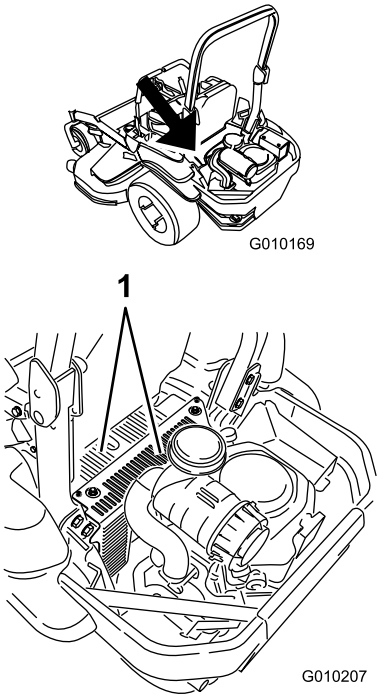

Figur 66
5. Ta bort skräp och gräs från hydraulenhetens höljen (Figur 66).